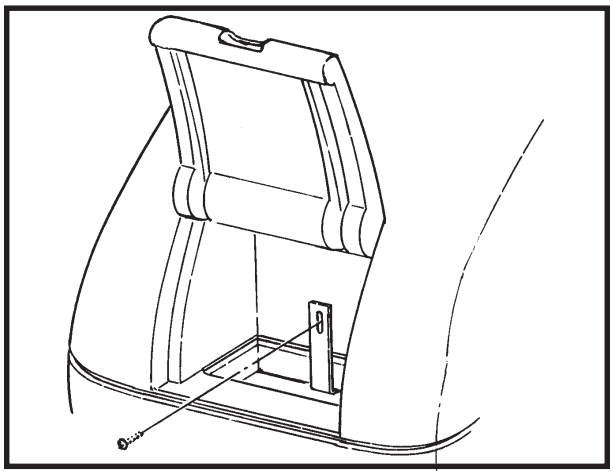

Abbildung 11
2. Das Filtersieb im Reinigungslösungsschlauch überprüfen und reinigen. Zum Reinigen des Siebs wie folgt vorgehen : (Siehe Abbildung 11 & 12, S. 18)
Ersetzen eines Schwimmerschalters, Prüfen der Ballasttanks und des Vakuummotors (siehe Abbildung 11)